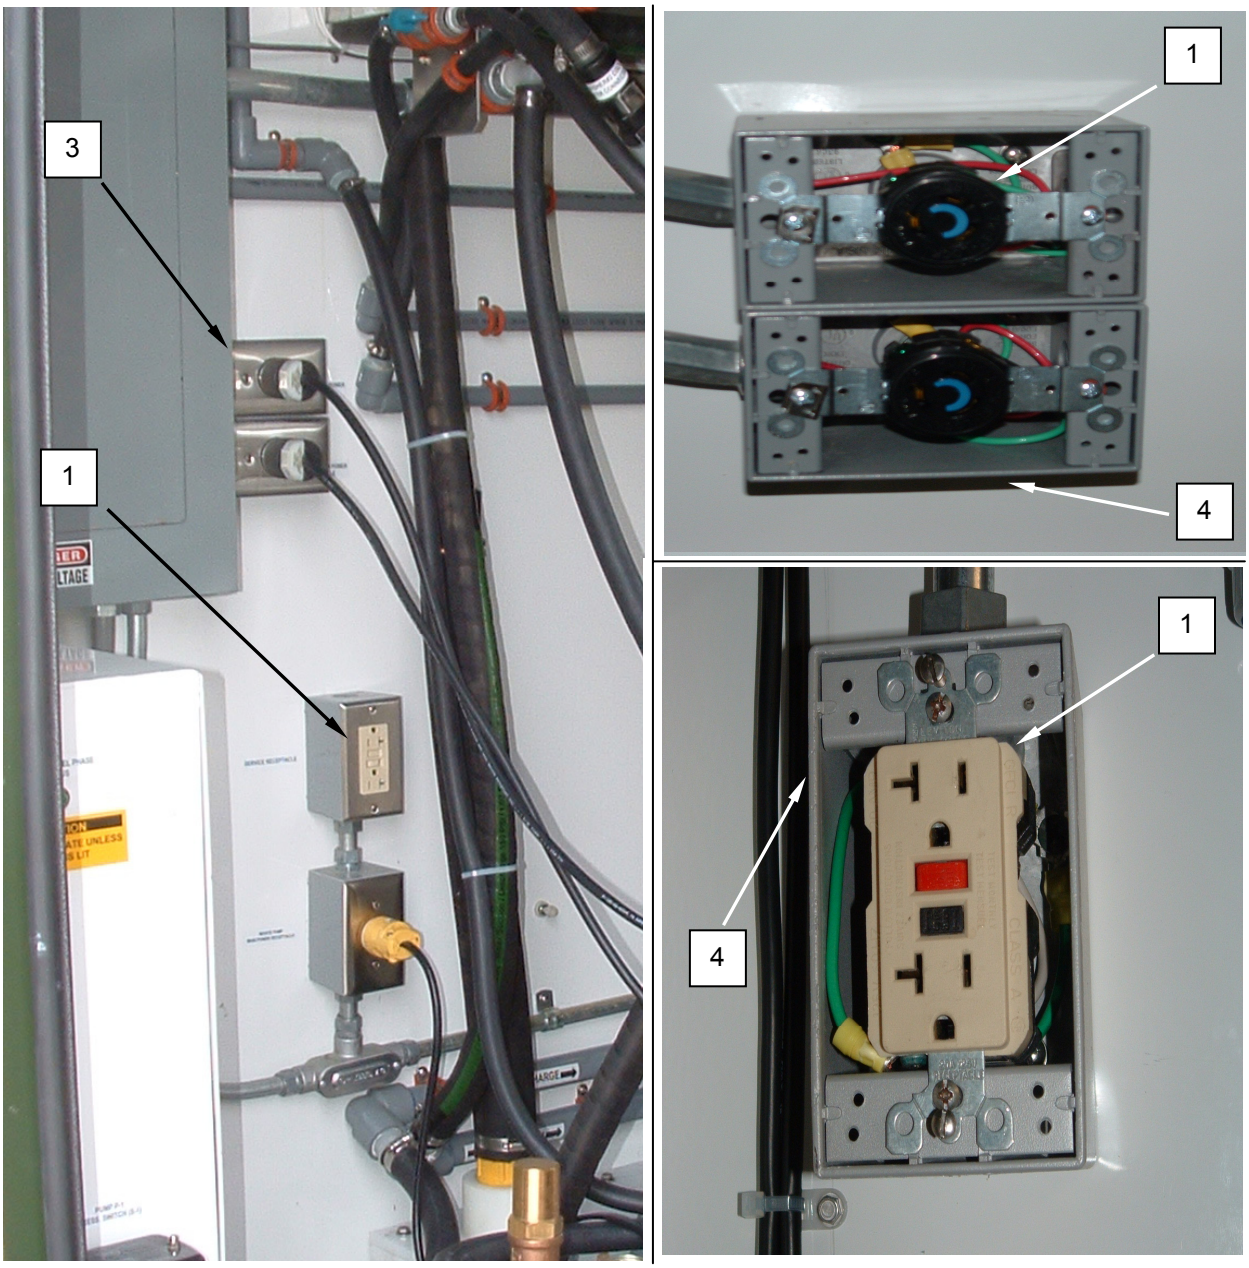

Figure 2. Replace a Receptacle.
1. Switch appropriate circuit breaker to OFF, and disconnect plug from the receptacle **(Figure 2, Item 1)**. Refer to Table 2 as necessary.
2. Remove screws retaining receptacle cover **(Figure 2, Item 3)** and remove cover.
3. Remove screws retaining receptacle **(Figure 2, Item 1)** to box **(Figure 2, Item 4)** and remove receptacle.
4. Tag and disconnect wiring from receptacle **(Figure 2, Item 1)**.
5. Connect wiring to replacement receptacle **(Figure 2, Item 1)** as tagged.
6. Install receptacle **(Figure 2, Item 1)** into box **(Figure 2, Item 4)** and retain with screws.
7. Install cover **(Figure 2, Item 3)**, and retain with screws.